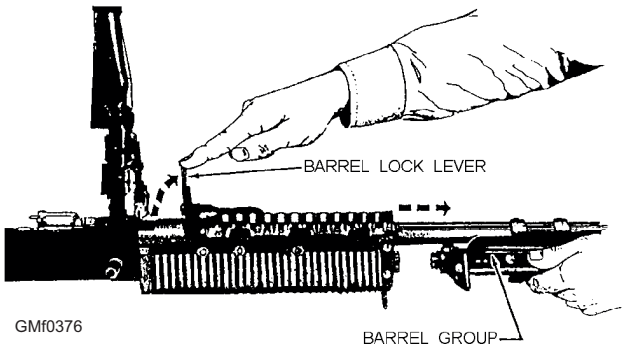

**Figure 3-76.—Removing the barrel assembly.**
**REMOVING THE BARREL ASSEMBLY.**—The barrel assembly consists of the barrel, flash suppressor, front sight bipod assembly, and gas cylinder. To remove the assembly, raise the barrel lock lever to the vertical position and remove the barrel assembly by pulling it to the front as shown in figure 3-76.
1. Make sure the barrel lock lever is in the vertical position, as shown in figure 3-76. Insert the rear of the barrel under the barrel cover and align the gas cylinder nut with its recess in the forearm assembly. Lower the barrel lock lever.